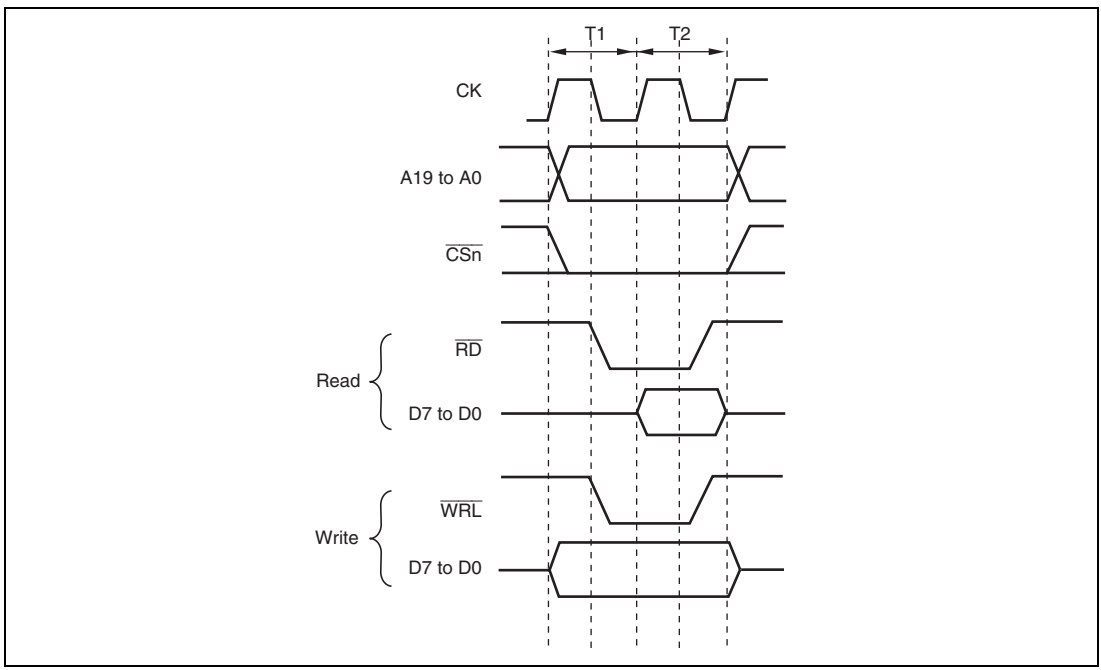

**Figure 9.2 Normal Space Basic Access Timing (Access Wait 0)**
**Basic Timing:** For access to a normal space, this LSI uses strobe signal output in consideration of the fact that mainly SRAM without a byte selection will be directly connected. Figure 9.2 shows the basic timings of normal space access. A no-wait normal access is completed in two cycles.